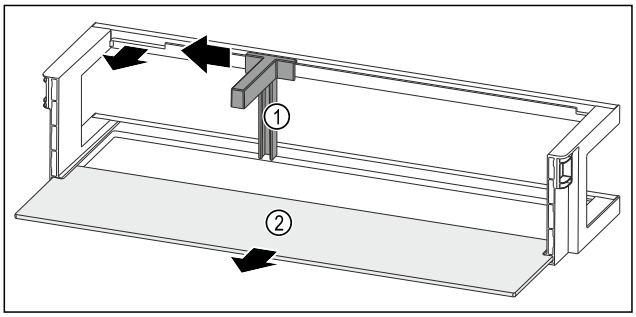

Fig. 166 Raft montat pe ușă cu suport pentru sticle și raft
▶ Împingeți în lateral suportul pentru sticle *Fig. 166 (1)* până la degajare.
▶ Extrageți suportul pentru sticle *Fig. 166 (1)*.
▶ Extrageți raftul *Fig. 166 (2)*.